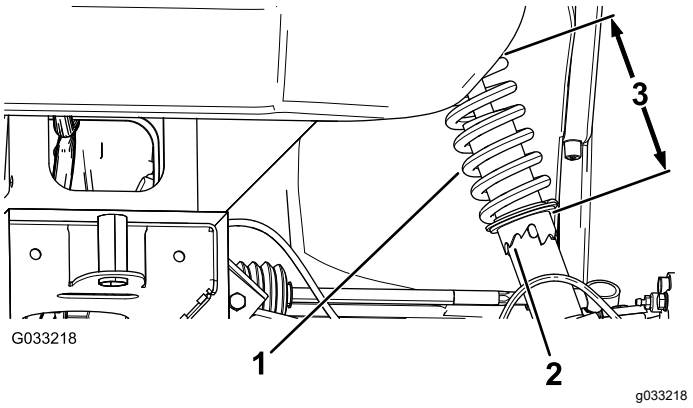

Bild 45
2. Wenn der Radsturz nicht richtig eingestellt ist, drehen Sie den Stellring am Stoßdämpfer mit einem Gabelschlüssel, um das Rad einzustellen (Bild 45).